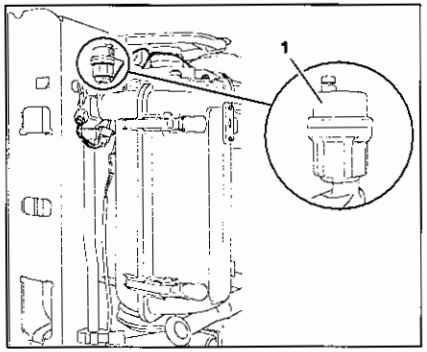

afb. 22 Automatische ontluchter
De cv-ketel is uitgevoerd met een automatische ontluchter (afb. 22) die dient voor de ontluchting van het toestel. Het kan in sommige situaties noodzakelijk zijn om de cv-installatie, naast ontluchtingsmogelijkheden op de verschillende radiatoren, te voorzien van extra ontluchtingsmogelijkheden.
- Draai de dop van de automatische ontluchter links boven in het toestel (afb. 22, **pos. 1**) één omwenteling los.